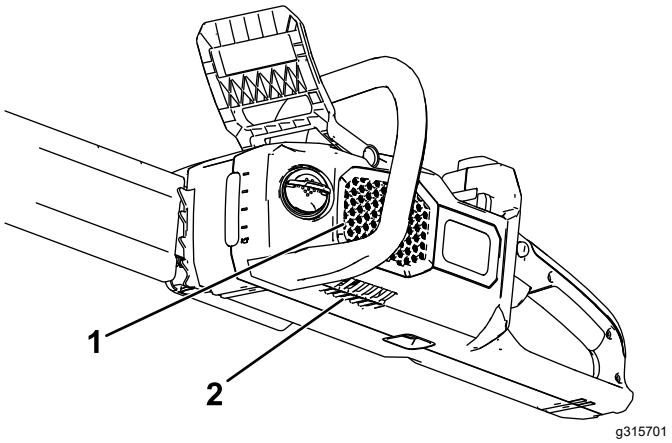

Figura 7
1. Compruebe que los orificios de ventilación de la motosierra están libres de polvo y residuos (Figura 7).